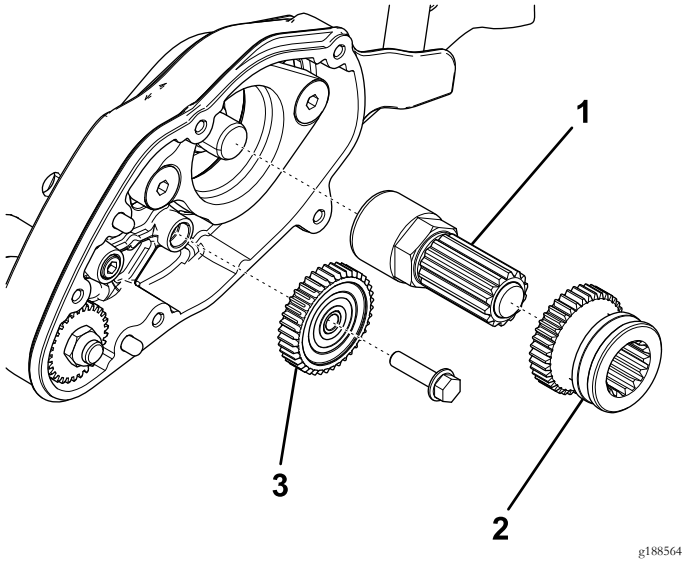

Figure 2
4. Déposez le pignon de renvoi à 40 dents (Figure 2).
5. Déposez l'ensemble pignon d'entraînement et arbre de l'extension de l'arbre du cylindre (Figure 2).